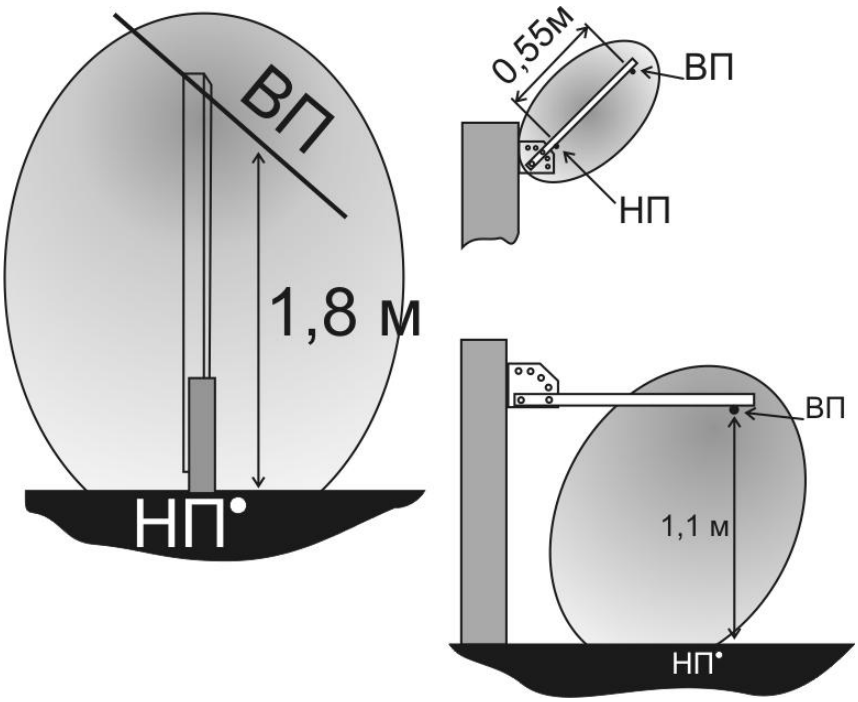

Рис. 6.8
6.3.3 Объемная ЗО формируется вокруг проводов ЧЭ, концентрируется вдоль них и имеет поперечное сечение в виде усеченного поверхностью земли, овала. Варианты построения ЧЭ и сечения ЗО показаны на рис.6.8.